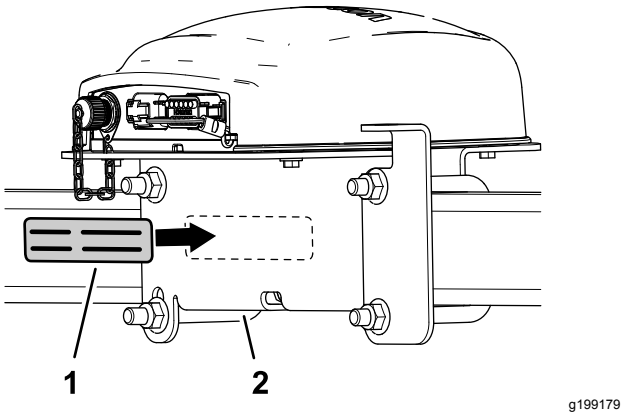

**Figur 146**
7. Påfør seriemærkaten på modtagerbeslaget (Figur 146).